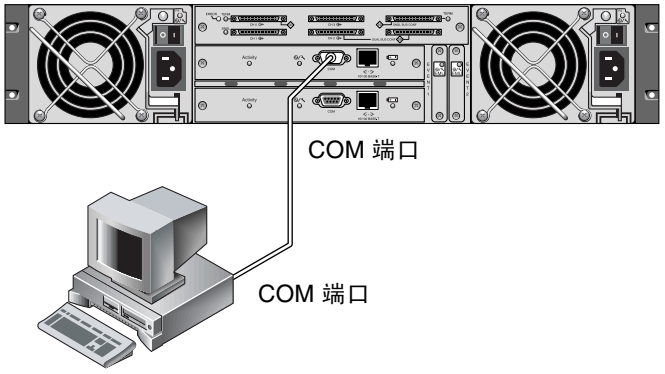

图 E-1 从本地连接到工作站或计算机终端的 COM 端口上的 RAID 阵列 COM 端口
1. **请将阵列 COM 端口连接到 Solaris 工作站的串行端口上** （请参阅图 E-1）。